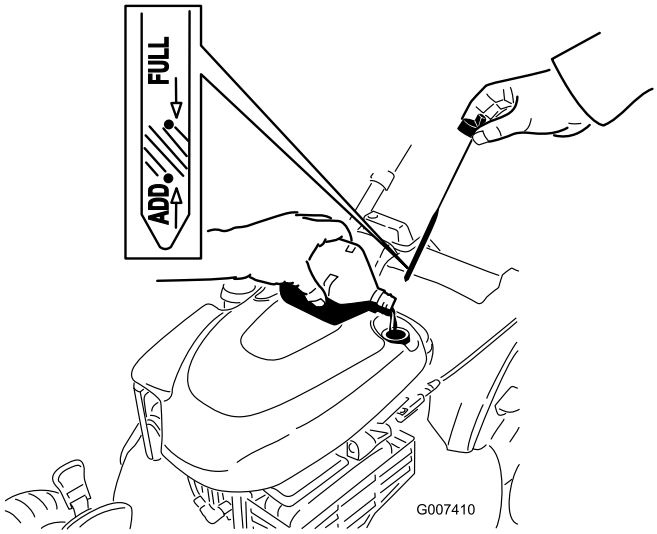

Figure 31
4. **Slowly** pour oil into the oil fill tube until the oil level reaches the **Full** line on the dipstick (Figure 31). **Do not overfill.** (Max. fill: 20 fl oz (0.59 l), type: SAE 30 detergent oil with an API service classification of SF, SG, SH, SJ, SL, or higher.)